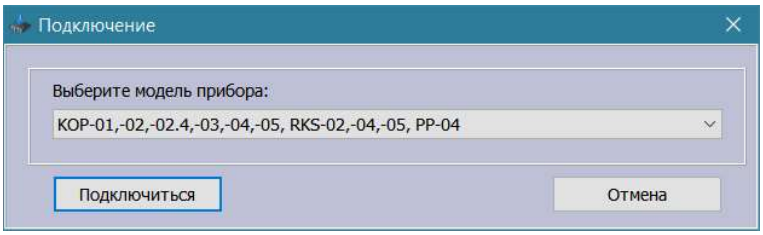

Рисунок 2
1) Подключите КОП к компьютеру с помощью стандартного кабеля mini-USB и запустите программу «Конфигуратор параметров Uniprog». В левом верхнем углу окна программы нажмите кнопку «Считать из прибора». В появившемся окне **«Подключение»** выберите из списка «КОР-01,-02, -02,4, -03, -04, -05, RKS-02, -04, -05, РР-04**»** и нажмите кнопку **«Подключиться»** (см. рисунок 2). Дождитесь завершения чтения параметров от КОП.